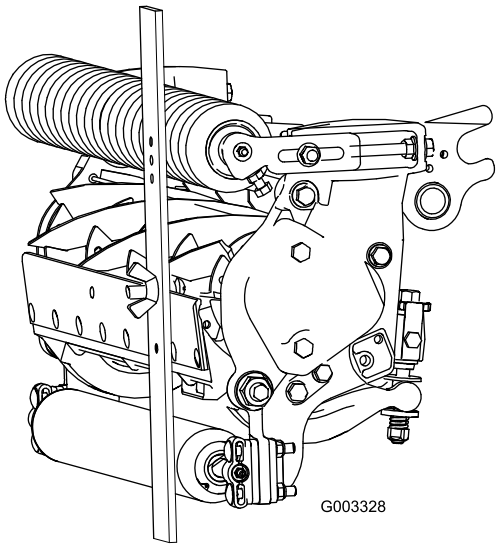

Figuur 17
3. Plaats de schroefkop op de snijrand van de snijplaat en laat de achterzijde van de lat op de achterrol rusten (Figuur 17).
4. Draai aan de stelschroef totdat de voorrol contact maakt met de hoogtelat (Figuur 17). Stel beide uiteinden van de rol af totdat de hele rol evenwijdig is aan de snijplaat.